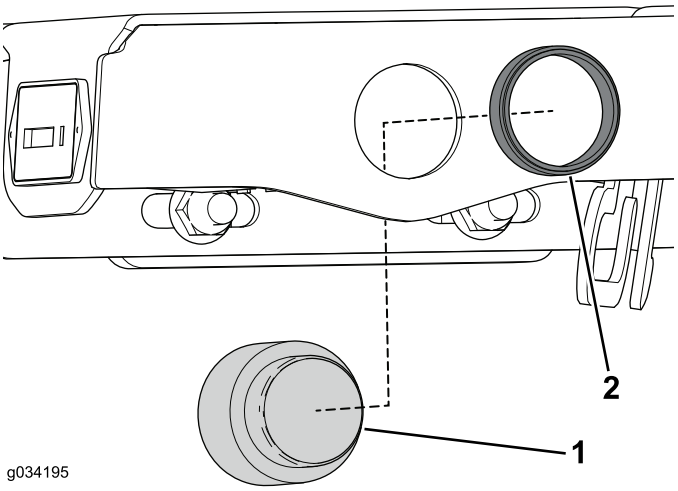

Рисунок 11
2. Снимите рифленое стопорное кольцо на предупреждающем сигнале и удалите его с узла консоли (Рисунок 11).